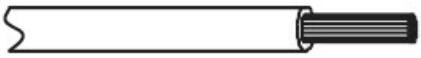

Fig. 42— Stripping The Wire
2. Strip a suitable length of the insulation layer as shown in Fig. 42.